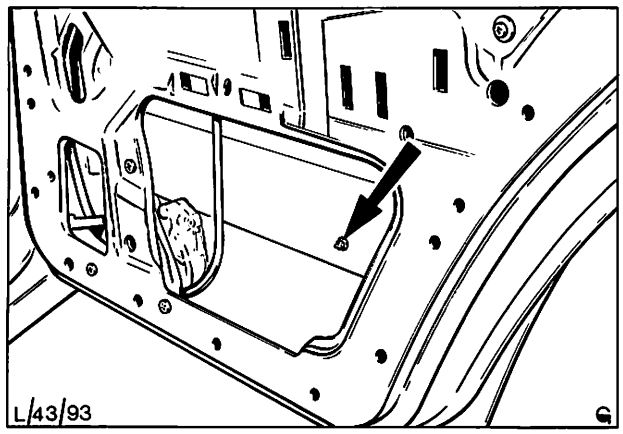

Abb. 18 Lage des Scheuerleistenhaltestifts (hintere Tür)
2. Befestigungsmutter der Zierleiste, siehe Pfeil in Abb. 18, abschrauben und Zierleiste von der Tür abnehmen.